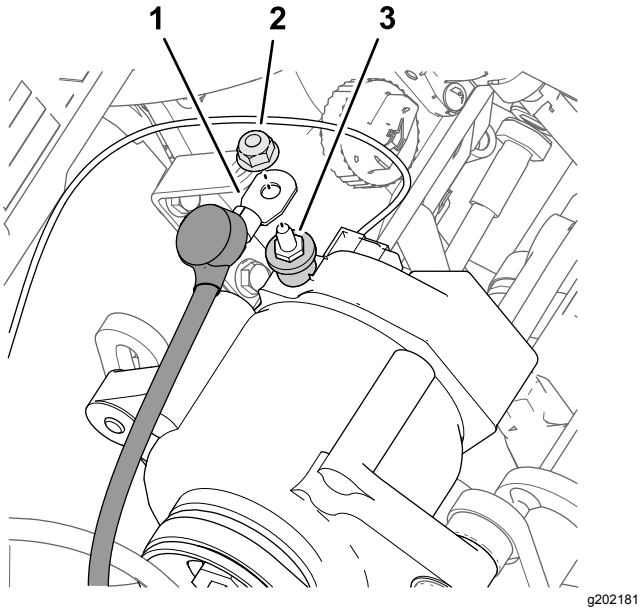

Rysunek 188
3. Odkręć nakrętkę od zacisku trzpieniowego (Rysunek 188) alternatora (50 A).
4. Za pomocą nakrętki zamocuj czerwony przewód alternatora do zacisku trzpieniowego alternatora (50 A) (Rysunek 188).
7. Nasuń osłonę izolacyjną na zacisk trzpieniowy alternatora (Rysunek 188).